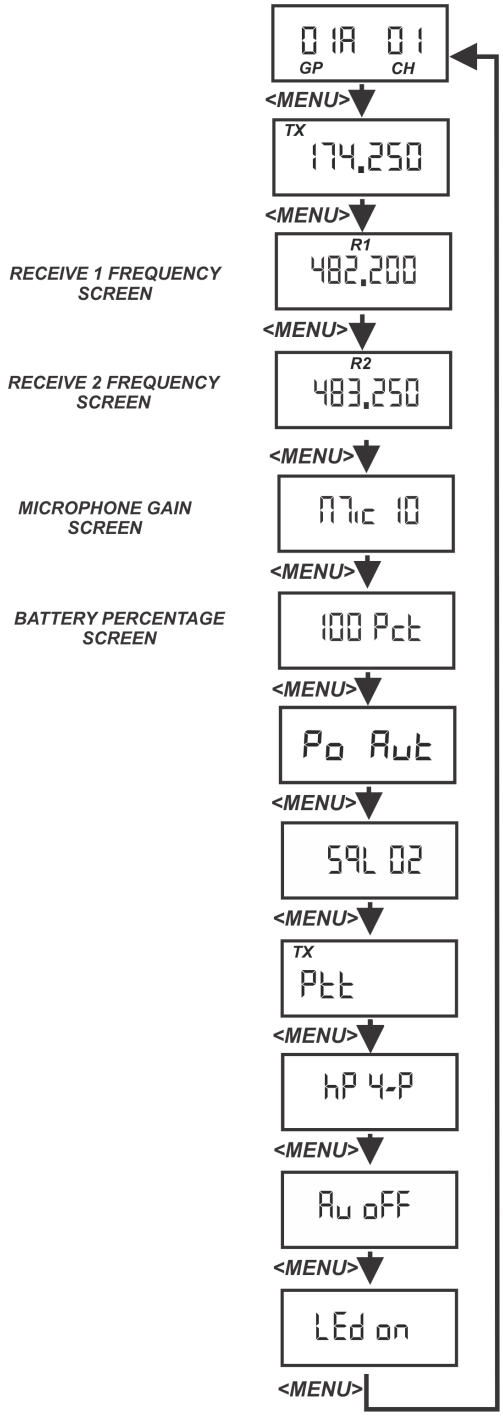

**FIGURE 74.** Receive Frequencies Microphone Gain/Battery Percentages Screen
1. Set the **unit** to the desired user-defined group and channels. *See Groups and Channels Instructions. The menu structure in Figure 74 indicates how to get to the receive frequency screen.*